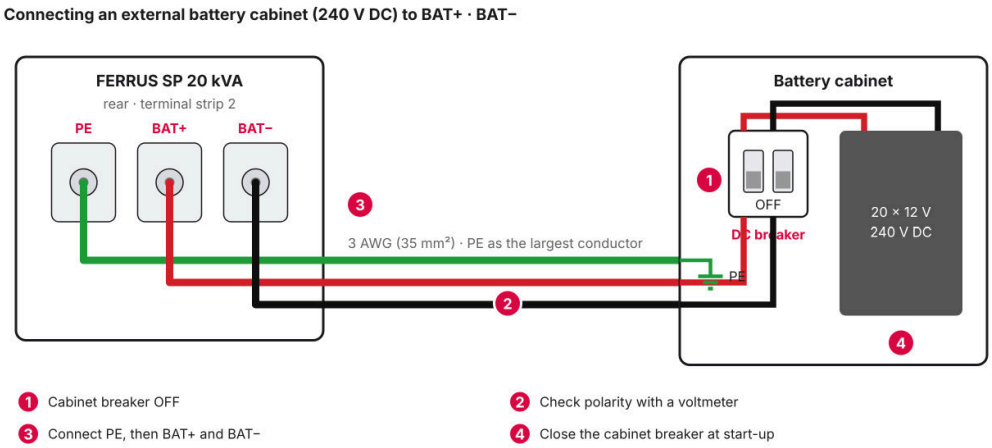

FIGURE 5-2 External battery cabinet on BAT+ · BAT– (all models)
1. Open the battery cabinet breaker (1 in Figure 5-2). Open BAT1 · BAT2 on the 40X9 and EMPTY.
2. Check the polarity of the cabinet cable with a voltmeter (2).
3. Connect PE between the cabinet and the PE terminal of strip 2, then BAT+ to BAT+ and BAT– to BAT– (3). Cable 3 AWG (35 mm²).
4. Leave the cabinet breaker open; close it at start-up (4).